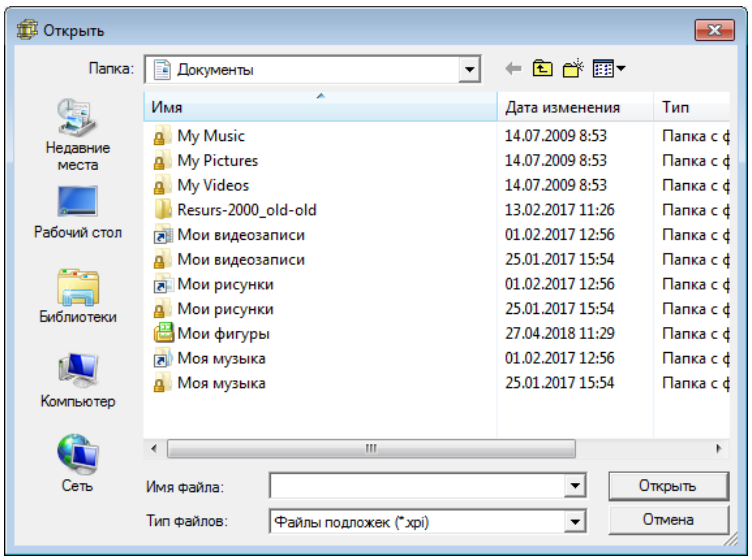

Рис. 56 Диалоговое окно “Открытие файла”.
- указать имя файла подложки объекта, которая будет отображаться на графике **Локация Боковая поверхность** в поле **Файл подложки**. При нажатии на кнопку  будет выдано диалоговое окно **Открыть** (рис. 56), в котором можно изменить имя файла подложки.